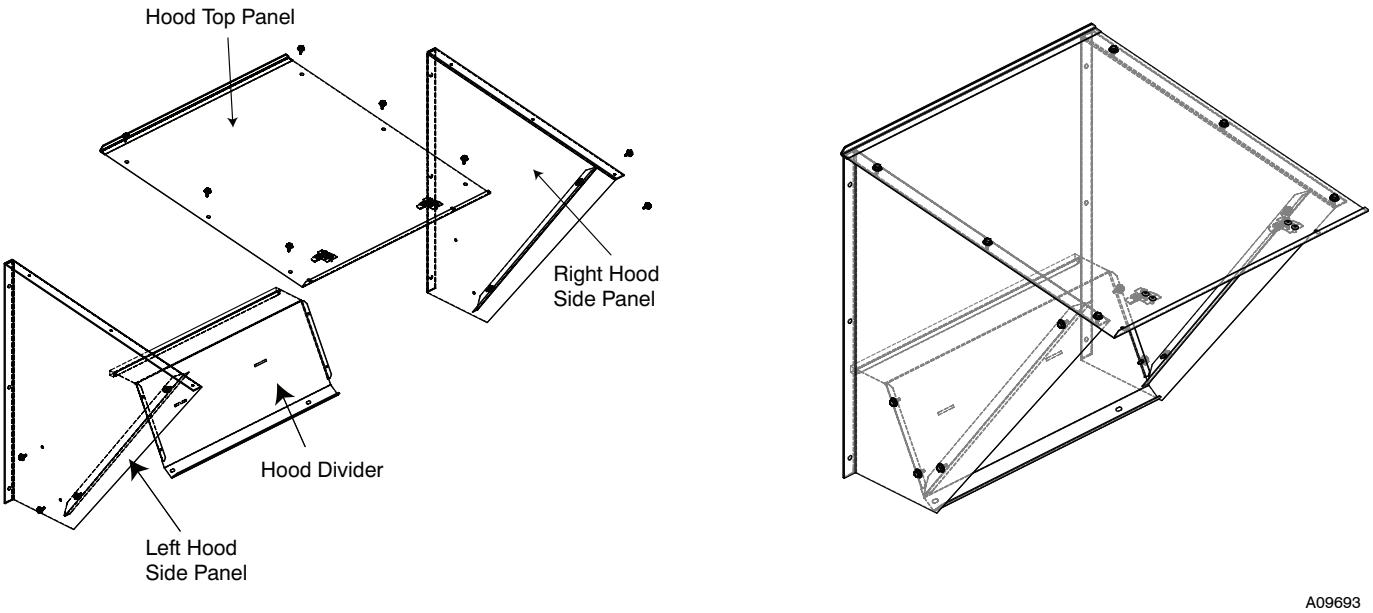

Fig. 31 – Economizer Hood Assembly
8. Assemble hood according to Fig. 31 screwing together with provided #10 sheet metal screws.